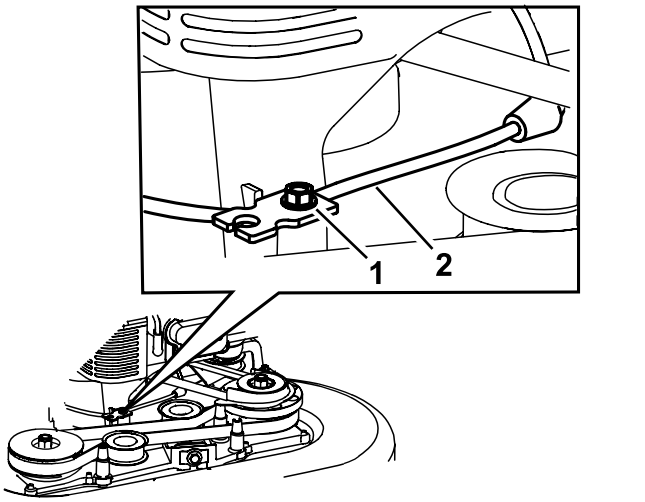

Figuur 45
5. Draai de bout van de kabelklem los (Figuur 45).